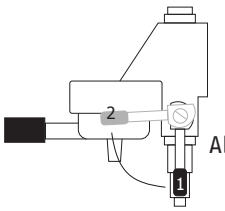

Abb. 6b
7. Bringen Sie den Hebel für die Kaffeezubereitung (11) in die waagerechte Position –2– (siehe Abb. 6b)
9. Nur in diesem Moment hat das Pumpendruckmanometer (9) eine Anzeigefunktion. Es zeigt den Druck, den die Pumpe aufbauen muß, um durch das Kaffeemehl hindurchzukommen. Dieser Druck läßt sich nur durch eine Veränderung des Mahlgrades und/ oder der Dosierung verändern. (siehe Kapitel "Grundlagen der Espressozubereitung", Absatz "Die Mahlung")
10. Wenn Sie genug Espresso bezogen haben, bringen Sie den Hebel für die Kaffeezubereitung wieder in die senkrechte Position –1– (siehe Abb. 6b). Es wird Wasser aus dem Restwasser– Auslauf (7) in die Auffangschale (13) abgegeben.